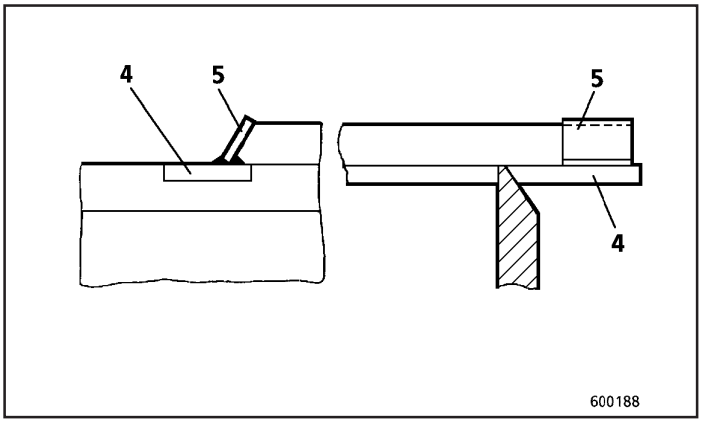

Fig.77
7. Ponteie as lingüetas (5, Fig. 77) às placas de apoio (4). Consulte também a seção “Extremidades das soldas de topo”.